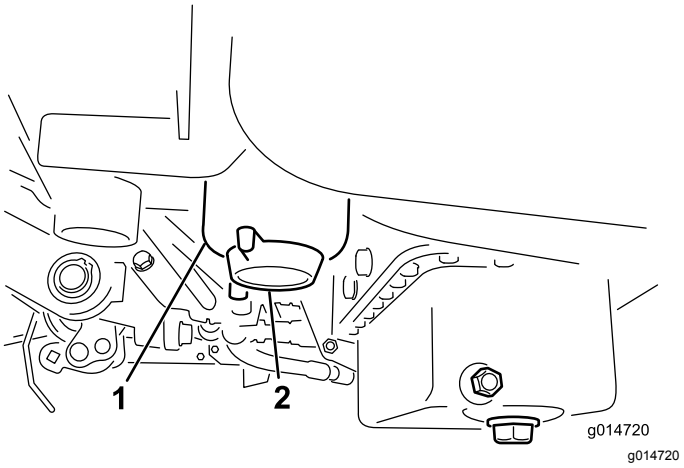

Figure 34
3. Dévissez le bouchon de vidange situé sur le filtre à carburant d'environ un tour et vidangez l'eau éventuellement accumulée (Figure 34). Revissez le bouchon quand la vidange est terminée.